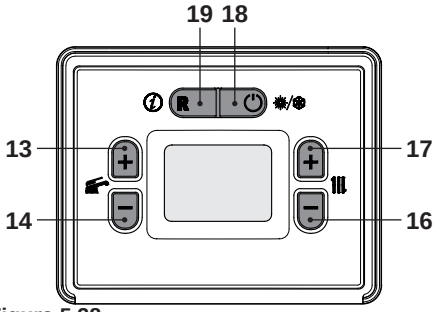
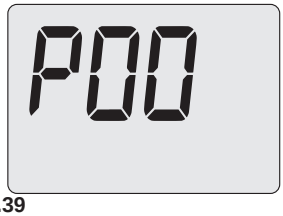

Figura 5.38
Figura 5.39
- Entrare in "modalità programmazione" premendo contemporaneamente per 5 secondi i tasti 18 e 19 (Figura 5.38). Sul display LCD appare il codice **P00**, indicante l'entrata nel "parametro P00" (Figura 5.39).
- Utilizzando i tasti 16 o 17 (Figura 5.38) è possibile modificare il valore del parametro A02:
- Premendo il tasto 13 o 14 (Figura 5.38) si ottiene la conferma del valore inserito e si ritorna alla lista parametri (Figura 5.41).
- Premendo il tasto 18 (Figura 5.38) si esce dalla "modalità programmazione".